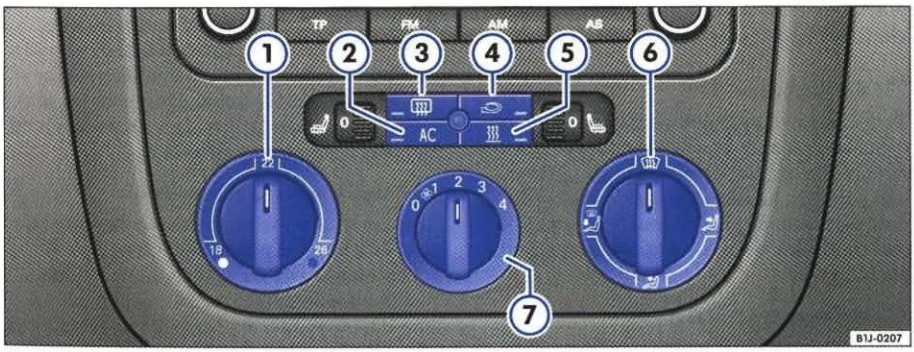

Rys. 98 W konsoli środkowej: elementy obsługi układu klimatyzacji Climatic
– Przy użyciu pokręteł ⇒ strona 110, rys. 98 ① i ⑥ oraz wyłącznika ⑦ nastawia się temperaturę, strumienie powietrza i zakres obrotów dmuchawy.
– Nacisnąć odpowiedni przycisk ② do ⑤, aby włączyć lub wyłączyć funkcję. W przycisku świeci się lampka kontrolna, kiedy funkcja jest włączona.
① Pokrętło temperatury ⇒ strona 112, „Ogrzewanie i chłodzenie wnętrza samochodu"
② Przycisk AC – włącza układ chłodzenia (sprężarka). Kiedy lampka kontrolna w przycisku świeci się, układ chłodzenia jest włączony.
③ Przycisk – ogrzewanie tylnej szyby. Ogrzewanie tylnej szyby działa tylko przy włączonym silniku. Około *10 minut* po włączeniu ogrzewania urządzenie automatycznie się wyłączy. Można je wyłączyć wcześniej, naciskając przycisk.
④ Przycisk – zamknięty obieg powietrza ⇒ strona 113
⑤ Przycisk – natychmiastowe grzanie ⇒ strona 122, „Dodatkowy układ ogrzewania (ogrzewanie postojowe)"
⑥ Pokrętło strumieni powietrza – tym pokrętłem można nastawiać strumień powietrza w dowolnym kierunku.